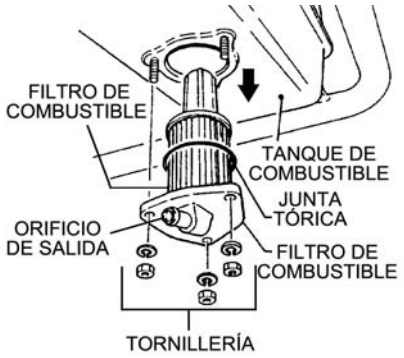

Figura 11. Retirada del filtro de combustible
2. Quite la tornillería de montaje del filtro de combustible (Figura 11) del tanque de combustible.
3. A continuación, quite el filtro de combustible del tanque de combustible (Figura 11).